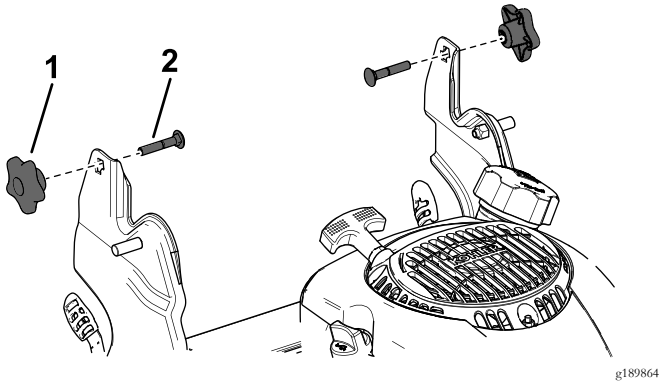

Figure 25
3. Insérez le boulon de carrosserie (la tête du boulon vers l'intérieur) dans le support du guidon et dans le trou supérieur à l'extrémité du guidon. Vérifiez que les bords carrée de chaque boulon de carrosserie s'engagent dans le trou carré supérieur ou inférieur du support de guidon correspondant (Figure 25).